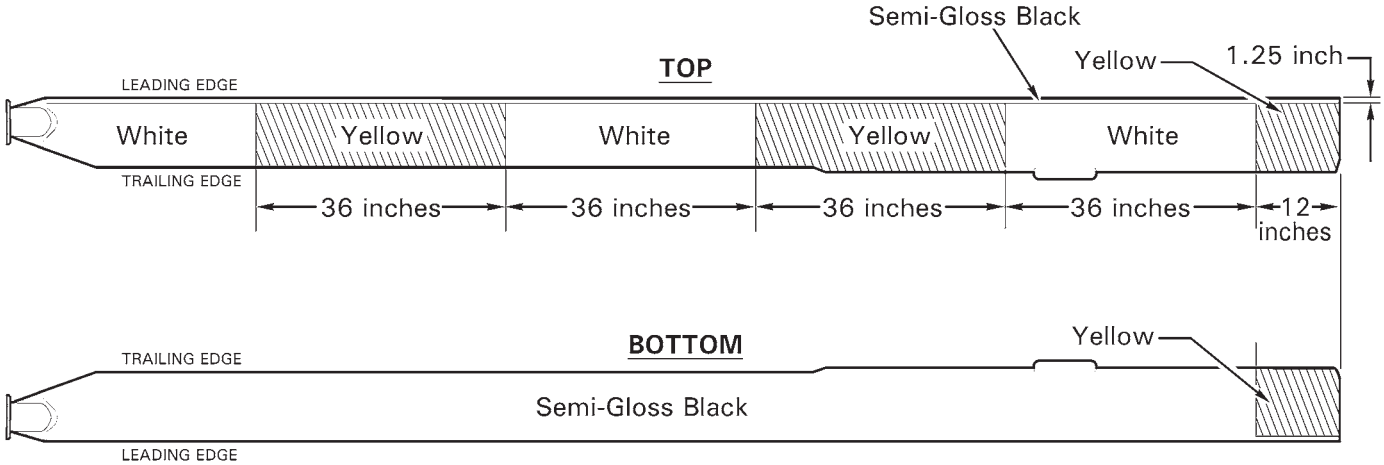

FIGURE 62-21 MAIN ROTOR BLADE PAINT SCHEME
4. Refer to Figure 62-21. Apply dark gray, flat black, white, and/or yellow Dupont Imron polyurethane enamel (or equivalent; see Approved Materials, Section 20-70), as required, to primed area in accordance with paint manufacturer's recommendations.